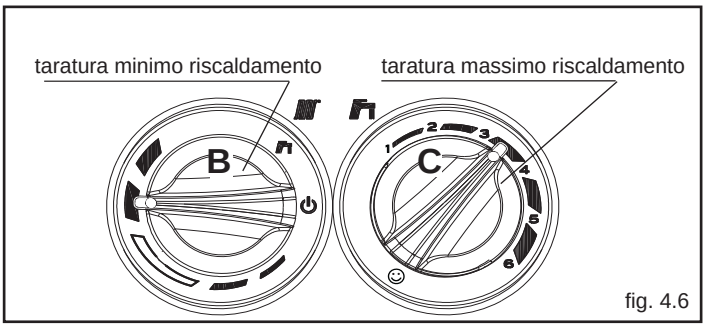

fig. 4.6
- ruotare la manopola di regolazione temperatura acqua riscaldamento **B** (fig. 4.6) fino a raggiungere il valore di minimo riscaldamento come indicato nella tabella multigas a pagina 7
- ruotare la manopola di regolazione temperatura acqua sanitario **C** (fig. 4.6) fino a raggiungere il valore di massimo riscaldamento come indicato nella tabella multigas a pagina 7